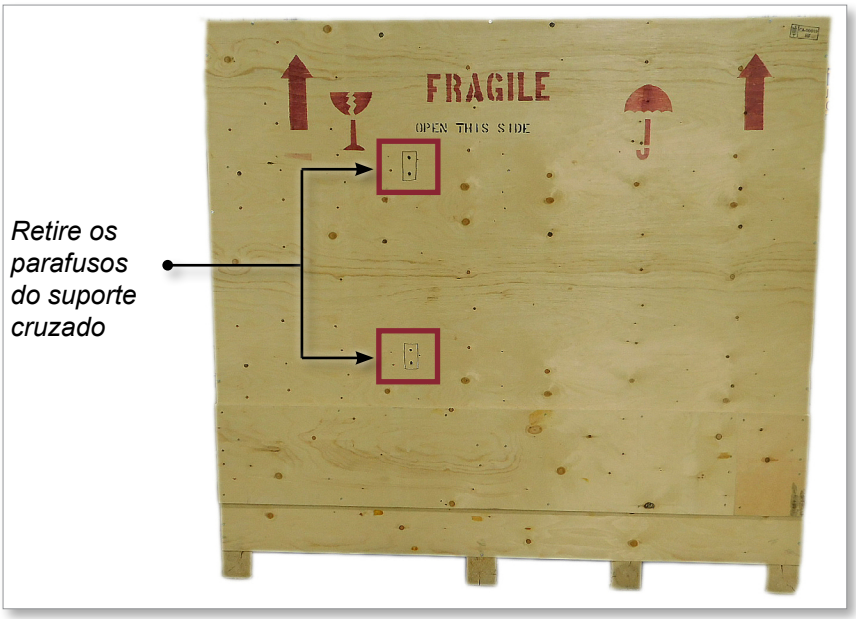

Figura 3-7 Retire os parafusos do suporte cruzado
4. Do lado da caixa marcada com “FRAGILE OPEN THIS SIDE (FRÁGIL ABRIR POR ESTE LADO)”, retire os parafusos da braçadeira cruzada. Consulte a Figura 3-7.